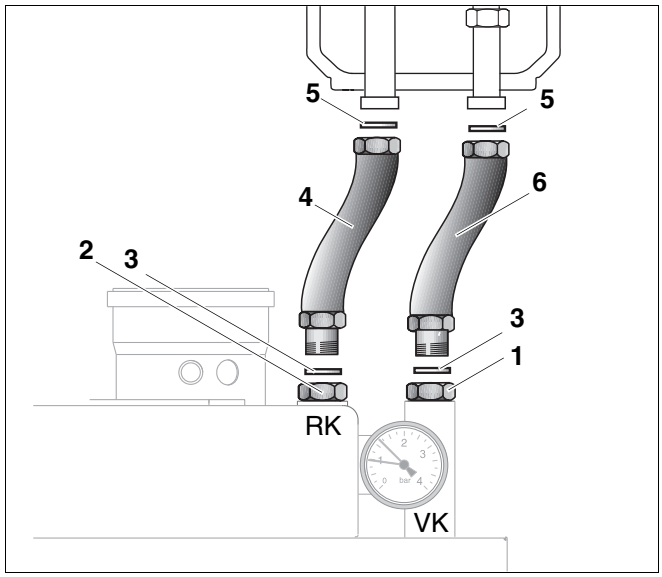

Rys. 23 Montaż zestawu przyłączeniowego obiegu grzewczego HS/HSM/HKV
- Włożyć uszczelkę (rys. 23, **poz. 3**) w rurę zasilania (rys. 23, **poz. 1**) i powrotu (rys. 23, **poz. 2**).
- Wygiętą rurę zasilania (rys. 23, **poz. 6**) i powrotu (rys. 23, **poz. 4**) przykręcić do rury zasilania (rys. 23, **poz. 1**) i powrotu (rys. 23, **poz. 2**).
- Włożyć uszczelki (rys.23,**poz.5**) w wygięte rury zasilania i powrotu, a następnie przykręcić do HS, HSM lub HKV.